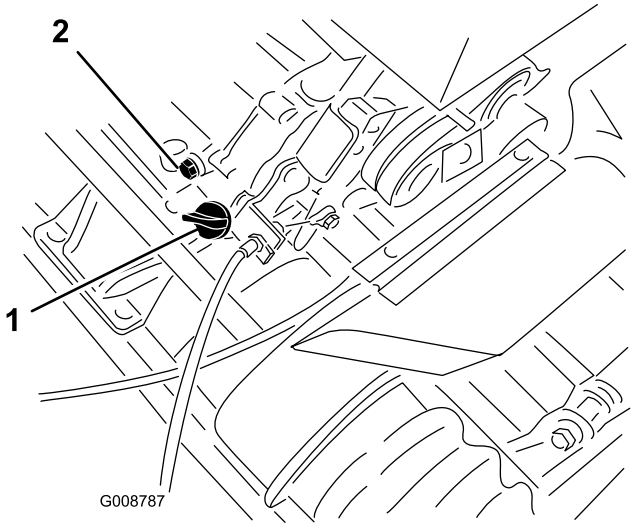

**Rysunek 22**
1. Ustaw kosiarkę tak, aby silnik był wypoziomowany, i oczyść obszar wokół wskaźnika poziomu oleju (Rysunek 22).
2. Umieść miskę spustową z tyłu urządzenia, pod korkiem spustowym (Rysunek 22).